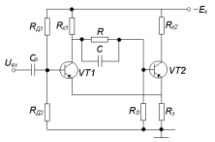

Рис. 1.21
21. Показать по схеме несимметричного триггера с эмиттерной связью (рис.1.21) через какие элементы схемы осуществляется цепь ПОС.